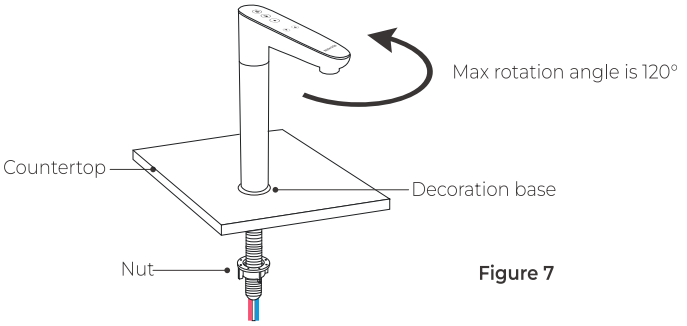

Figure 7
b. Under the sink, slip on the nut and tighten it up **(Figure 7)**.